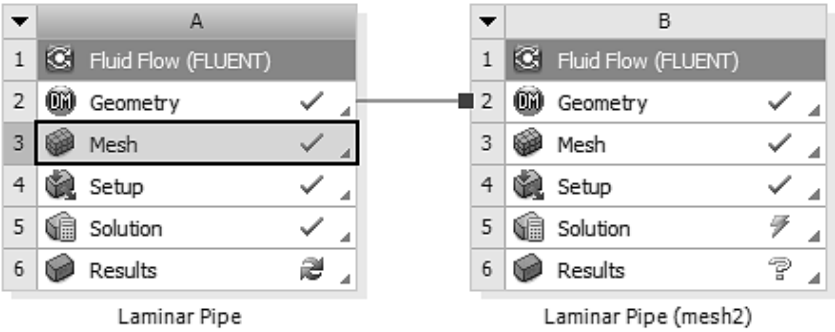

Рис. 83.
2) Появиться новая страница проекта. Переименуем ее в Laminar Pipe (mesh2), рис. 83.